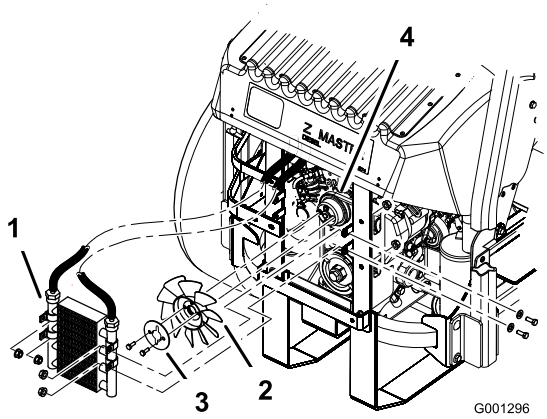

Figuur 64
5. Verwijder de 4 bouten waarmee de oliekoeler vastzit en leg de oliekoeler opzij (Figuur 64).
6. Verwijder de 2 bouten waarmee de ventilator en de ventilatorplaat zijn bevestigd aan de machine (Figuur 64).
10. Monteer de ventilator en de ventilatorplaat op de machine met de 2 bouten die u eerder hebt verwijderd (Figuur 64).
11. Monteer de oliekoeler met de 4 bouten die u eerder hebt verwijderd (Figuur 64).